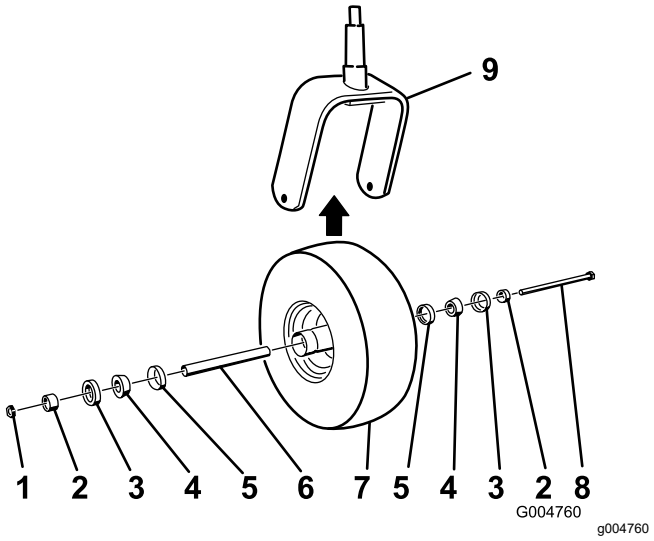

Figur 42
2. Fjern låsemutteren fra bolten (Figur 42).
5. Sett på plass styrehjulet ved å skyve konuslagrene og pakningene, fylt med smøringsfett, inn i hjulnavet, plassert som vist i Figur 42.